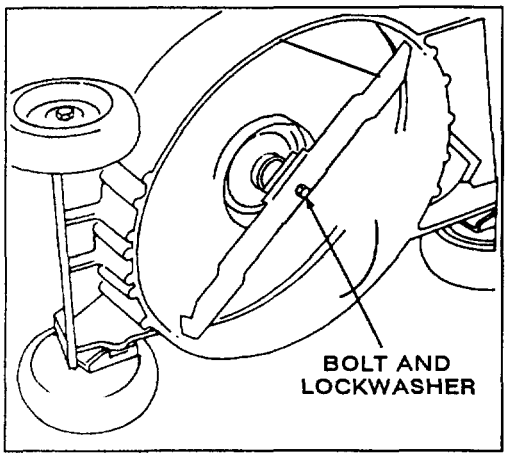

Figure 19
3. Tip mower on its right side (Fig. 19).
6. REMOVING BLADE—Grasp end of blade using a rag or thickly padded glove. Remove blade bolt, washer, and blade (Fig. 19).